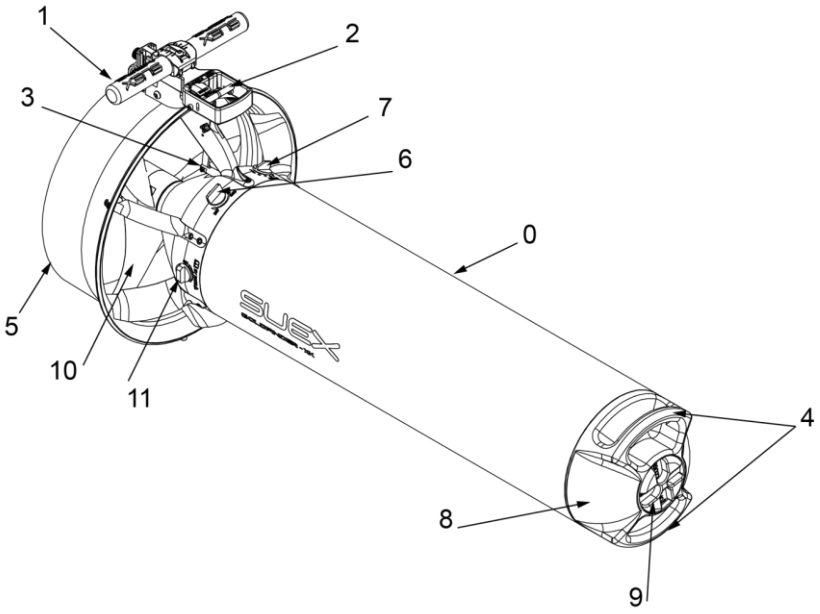

Fig 1 - Part description
The Goldfinder XK underwater Scooter features a fully sealed, hydrodynamically shaped hollow body (Fig. 1). Enclosed within are the electric motor, rechargeable batteries, and speed reducer, which are essential for driving the propeller that generates propulsive thrust.
Examining the scooter, one can readily identify the central component known as the body (0), which is a hollow tubular structure (see Fig. 1). This central body houses the drive mechanisms and rechargeable battery essential for operation.